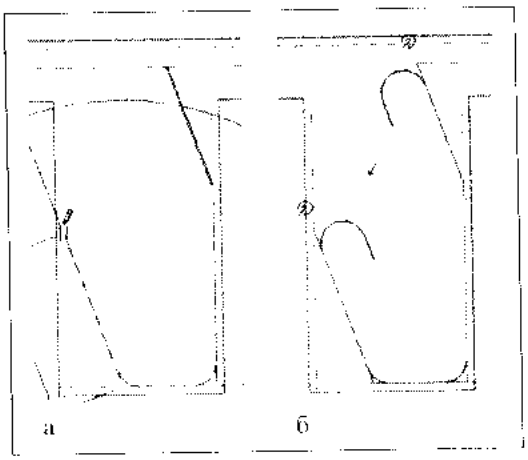

Рис. 43.8. *Размещение эскиза арматурных стержней*
4. Нарисовать эскиз арматурных профилей (рис. 43.8,а).
5. На ленте в разделе **Element** выбрать **Rebar Properties.** В открывшемся боксе свойств установить для параметров **Hook at Start/End** (Отгиб в начале/конце) значения, отличные от *None*. Нажать ОК. Будут добавлены отгибы к концам арматурных профилей (рис. 43.8,б).